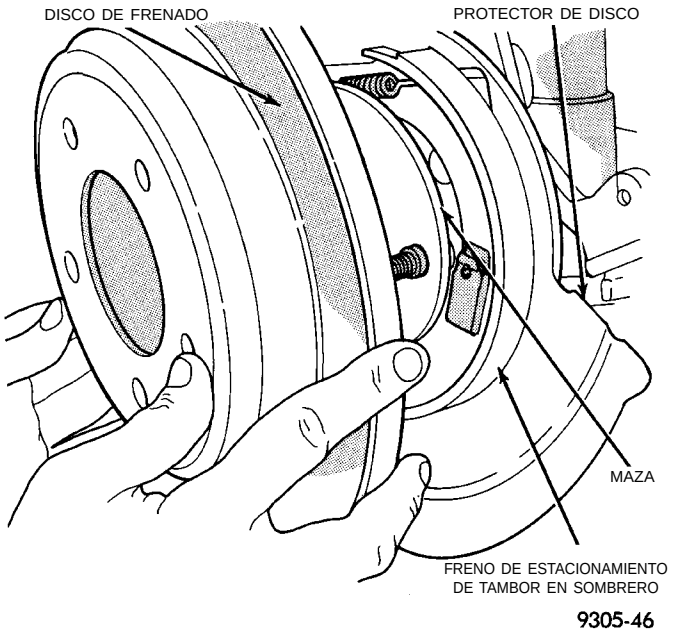
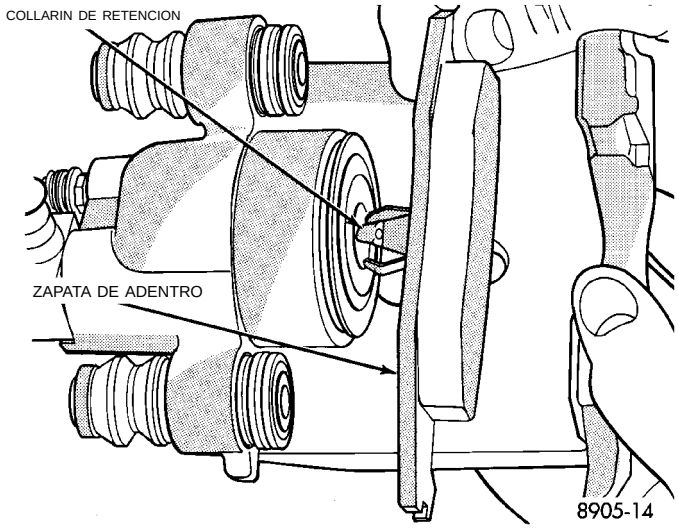

Fig. 75 Rotor de freno trasero
Fig. 77 Desmontaje de la zapata de freno de adentro
(6) Retire el rotor trasero del conjunto de maza/cojinete (Fig. 75). Inspeccione luego las zapatas de freno de estacionamiento de tipo de tambor en sombrero y la superficie del freno de estacionamiento del rotor, para detectar posibles signos de daños o desgaste excesivo. Reemplace las zapatas de freno de estacionamiento si fuera necesario.
(8) Tire de la pastilla de freno de adentro, hasta que el collarín de retención se libere de la cavidad del pistón. (Fig. 77).
(1) Retraiga completamente el pistón del calibrador para emplazarlo nuevamente en el hueco del pistón del conjunto de calibrador. Esto es necesario para la instalación del calibrador con conjuntos de zapata de freno nuevos.
(2) Lubrique los dos topes del adaptador con una cantidad generosa de Mopar® Lubricante multipropósito o equivalente.
(3) Instale el rotor trasero en la maza, asegurándose de que asiente a escuadra en la superficie de la maza (Fig. 75).
(4) Retire el papel de protección de la junta supresora de ruido de los conjuntos de pastillas de freno de adentro y de afuera (si estuvieran instalados).
(5) Instale el nuevo conjunto de zapata de freno de adentro en el pistón del calibrador, apretando con firmeza con los pulgares en el hueco del pistón (Fig. 77). **Asegúrese de que el conjunto de zapata de freno de adentro esté emplazado a escuadra contra la superficie del pistón del calibrador.**